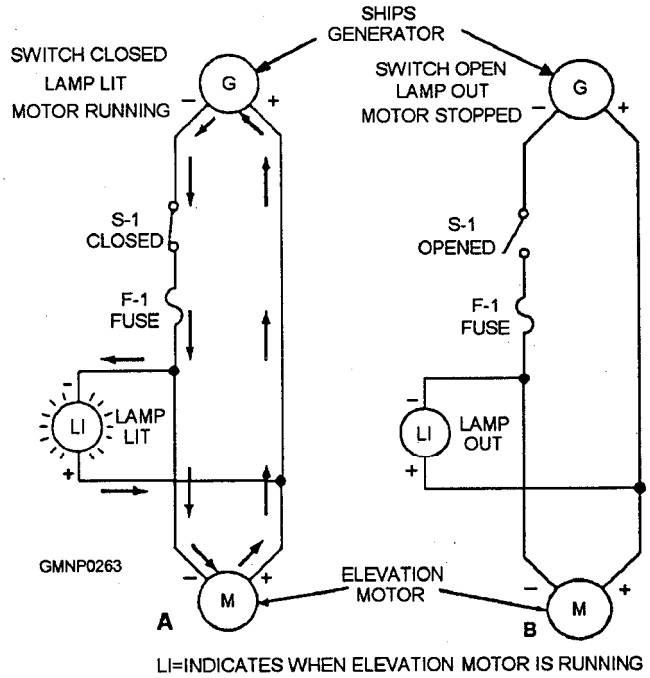

Figure 5-1.—Power-on indication circuit.
Figure 5-1 shows a simplified circuit with a light (LI) that indicates when the motor is running. The letters *L* or LI are the reference designations for lights on the schematics for the older gun mounts; the new ordnance equipment uses the designation *DS*.
On schematics for older gun mounts and missile launchers, fuses are designated by the letters *F* or *FA* (fig. 5-1). On newer mounts and missile launchers, such as the 76-mm 62-caliber Mk 75 gun mount and the Mk 13 Mod 4 GMLS, fuses are designated *FE* on schematics.